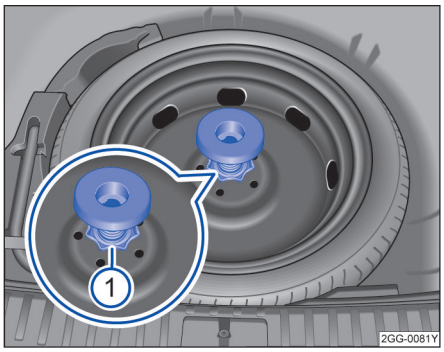

图 212 李厢内：备用车轮（类型 A）固定手轮
– 逆时针拧下备用车轮中间的固定手轮→ 图 212 ①，拆下备用车轮。